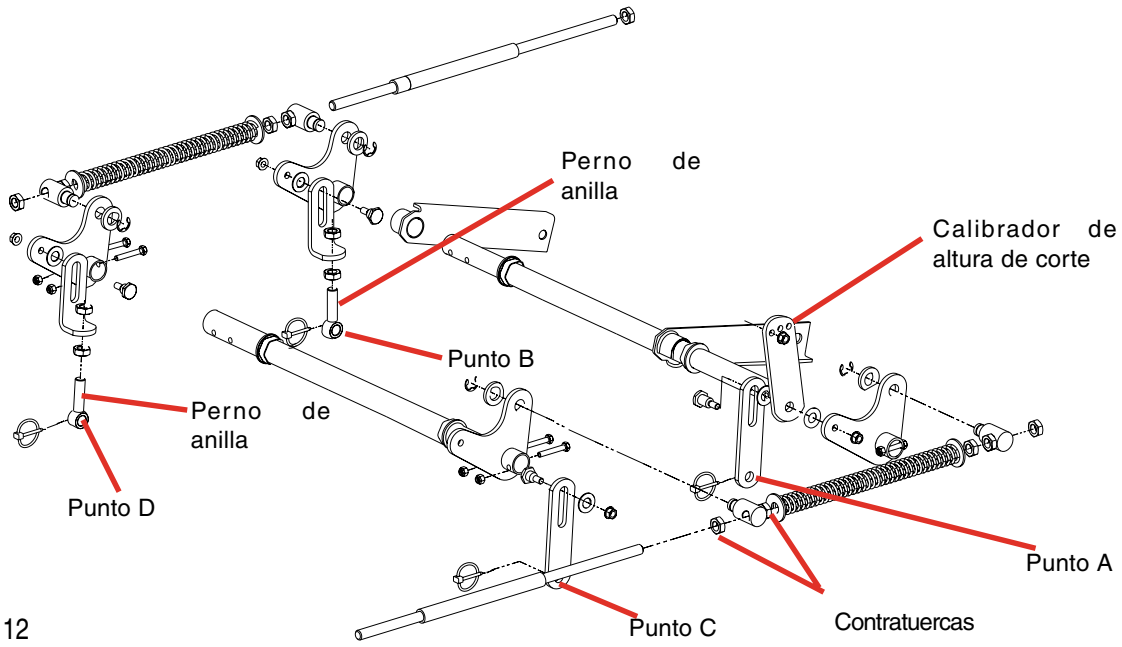

Figura 12
11. Una vez que se haya nivelado la plataforma, uno puede darse cuenta que la altura de corte no corresponde al indicador de corte. Se puede hacer un ajuste final bajando o alzando la altura del calibrador de altura corte como corresponda. Para alzar la plataforma: quite el tornillo con resalto fijando la altura del calibrador de altura de corte a la palanca de levante y vuelva a fijar el tornillo con resalto en el más bajo de los tres orificios. Para bajar la plataforma: quite el tornillo con resalto fijando la altura del calibrador de la altura de corte, voltee el calibrador de la altura de corte y vuelva a montar el tornillo con resalto en el orificio superior y en el orificio de abajo. (vea la Figura 12).